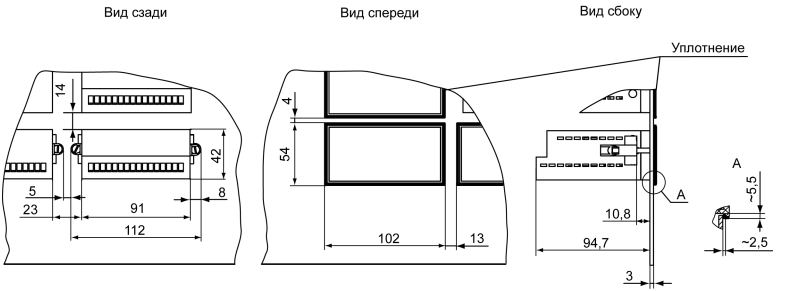

Рисунок 4.8 – Прибор в корпусе Щ2, установленный в щит толщиной 3 мм
1. Подготовить на щите управления место для установки прибора (см. *рисунок 4.8*).